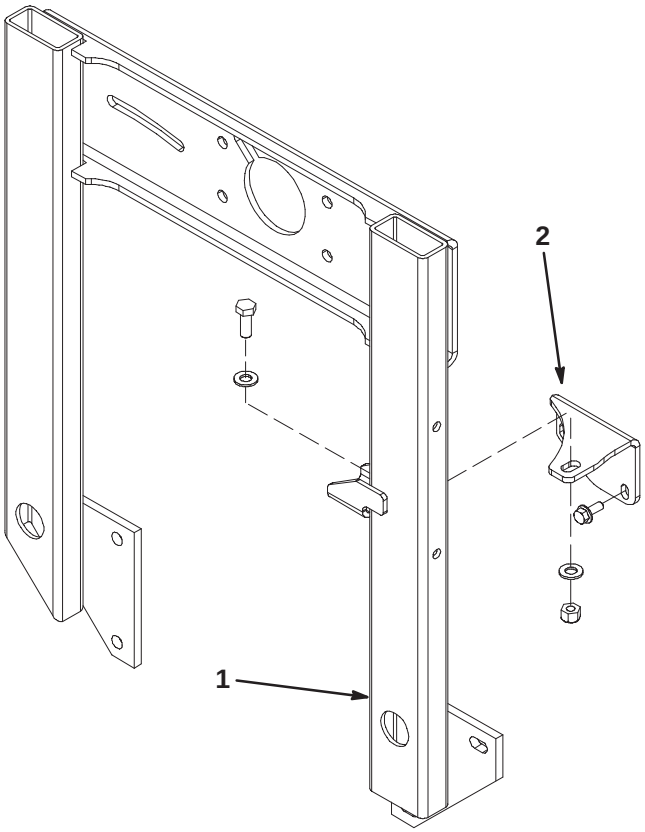

Figure 1
2. Remove the capscrew, washers and nut securing the fan support bracket to the fan support (Fig. 1).
4. Remove fasteners securing the fan support bracket and the engine lift bracket to the engine (Fig. 1). Remove the fan support bracket.